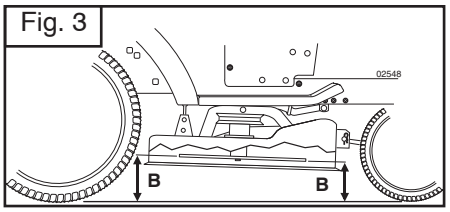
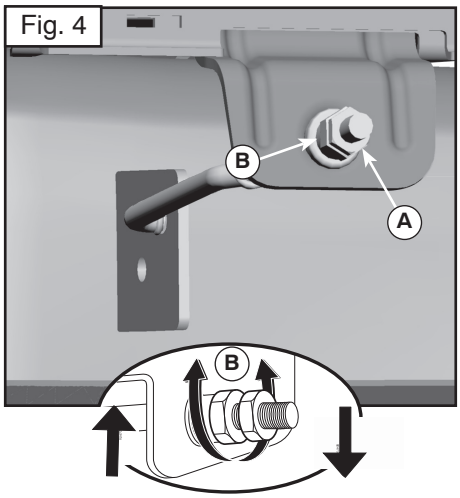

Fig. 3
Fig. 4
- Positionieren Sie die Klinge so, dass die Spitze gerade nach vorn zeigt. Messen Sie den Abstand (B) zum Boden an der vorderen und hinteren Spitze der Klinge (Fig. 3).
- Drehen Sie mit einem 3/4-Zoll- oder verstellbaren Schraubenschlüssel die vordere Hubstangen-Einstellmutter (B) im Uhrzeigersinn (anziehen), um die Vorderseite des Mähers anzuheben bzw. gegen den Uhrzeigersinn (lösen), um die Vorderseite abzusenken (Fig. 4).
- Placez les lames de façon à ce que la pointe soit orientée vers l'avant. Mesurez la distance (B) entre le sol et les pointes avant et arrière de la lame (Fig. 3).
- Avec une clé réglable ou de 11/6 pouce, desserrez le contre-écrou (A) de plusieurs tours pour libérer le contre-écrou B.
- Avec une clé de ¾ de pouce ou une clé réglable, faites tourner l'écrou de réglage (B) de la connexion avant en sens horaire (serrage) pour faire monter l'avant de la tondeuse ou en sens antihoraire (desserrage) pour l'abaisser (Fig. 4).
- Posicionar todas las hojas de modo que la punta esté dirigida hacia adelante. Medir la distancia (B) hasta el suelo en la punta delantera y trasera de la hoja (Fig. 3).
- Con una llave inglesa de 3/4” o una regulable, girar la tuerca de la biela frontal (B) hacia la derecha (apretado) para levantar la parte frontal del cortacésped, o hacia izquierdas (aflojar) para bajar la parte frontal del cortacésped (Fig. 4).
- Posizionare tutte le lame in modo tale che la punta risulti diritta, rivolta in avanti. Misurare, a livello della lama, la distanza (B) intercorrente da terra (FIG. 3).
- Utilizzando una chiave da 3/4” o regolabile, ruotare il dado di regolazione dell'articolazione anteriore (B) in senso orario (serrare) per sollevare la parte anteriore del rasaerba, o in senso antiorario (allentare) per abbassarla(FIG. 4).
- Plaats alle messen zo, dat de punt recht vooruit wijst. Meet de afstand (B) tot de grond bij de voorste en achterste punt van het mes (Fig. 3).
- Draai met een 3/4” of verstelbare sleutel de afstelmoer van de voorste koppeling (B) in de richting van de klok (vast) om de voorkant van de maaier op te heffen of tegen de richting van de klok in (los) om de voorkant van de maaier te laten zakken (Fig. 4).